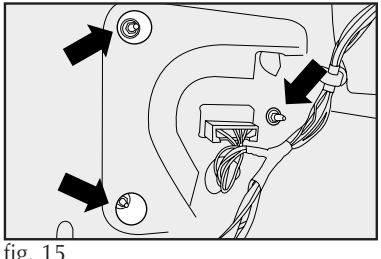

fig. 15
2) Utilizando una llave en "L", quite los tornillos y arandelas (**flechas-fig. 15**).